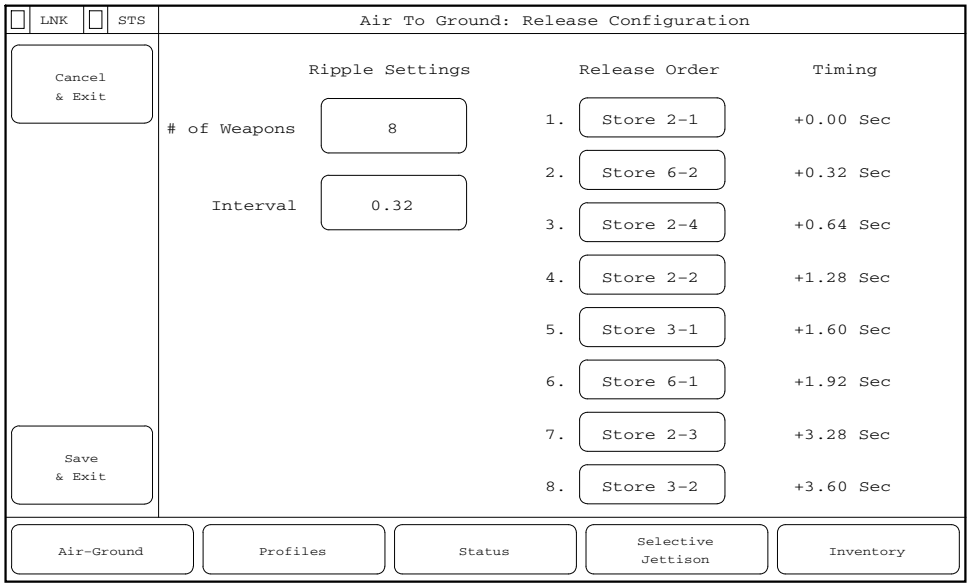

**Figure 1-29.** 2411.0.0 **AGM-114 Two Second Interval Enforcement.**
1. If there is an existing super ripple interval between two stores that is less than the interval between the second store in the super ripple and a third store on that same missile launcher, the software will increase the interval between the second store and the third store to two seconds (2411.0.0 Figure 1-29). This two second interval starts a new launch command which can either be a single fire command or a new super ripple release with the third and fourth stores on the missile launcher (if applicable).